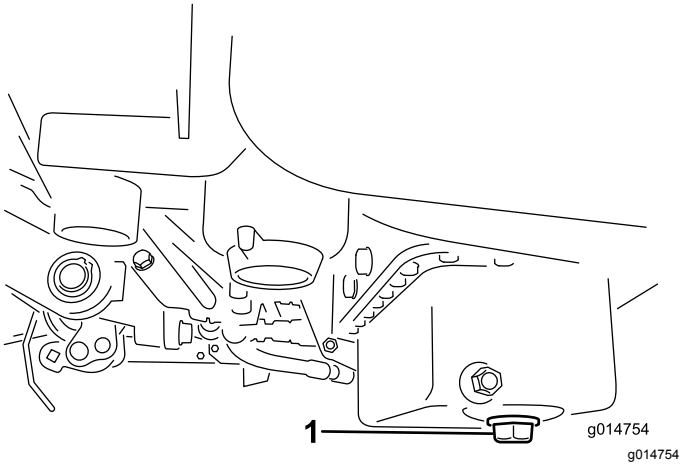

**Rysunek 32**
1. Odkręć korek spustowy i spuść olej do miski drenażowej. Zakręć korek, gdy olej przestanie wyciekać (Rysunek 32).